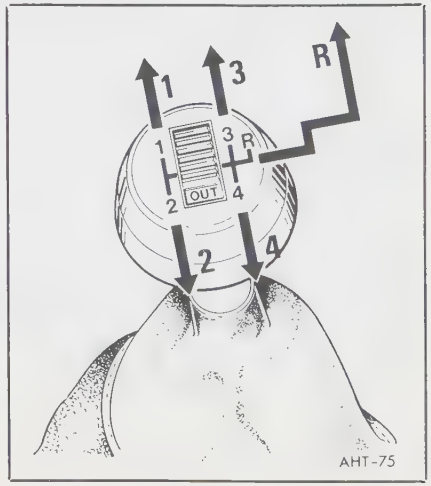

Fig. 6
Gear Selector Lever (6) (See Fig. 6)